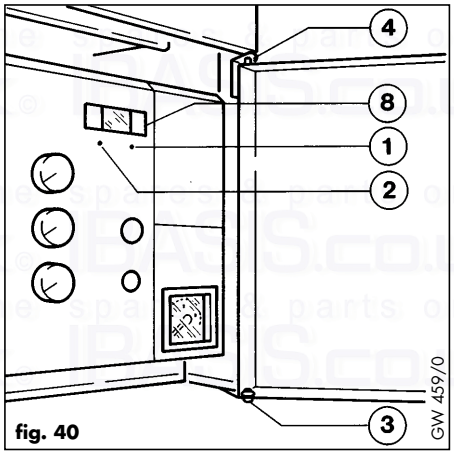

fig. 40
- Put the boiler into diagnostic mode by pushing the two buttons below the boiler display simultaneously until a `d' code is displayed (1 and 2, fig. 40).
- Put the boiler into diagnostic mode by pushing the two buttons (1 and 2, fig. 40) below the diagnostic display simultaneously until a `d' code is displayed.